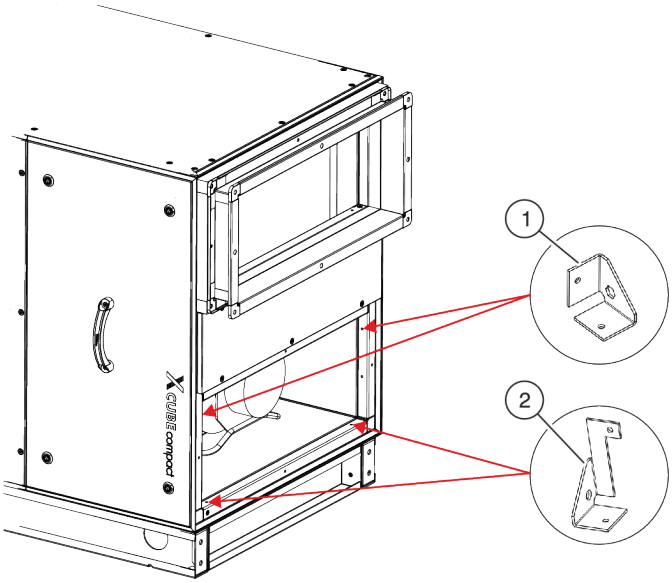

Fig. 20: Gusset plates
1. Screw two standard gusset plates (Fig. 20/1) to the upper unit holes using the screws provided.
2. Screw two gusset plates with cut-out (Fig. 20/2) to the lower unit holes using the screws provided.